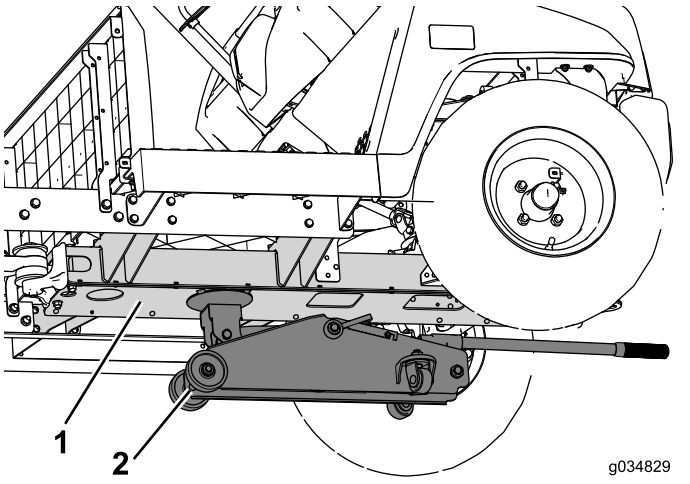

Figur 63
2. Brug en donkraft under midterkanalen til at understøtte maskinens forende (Figur 63).